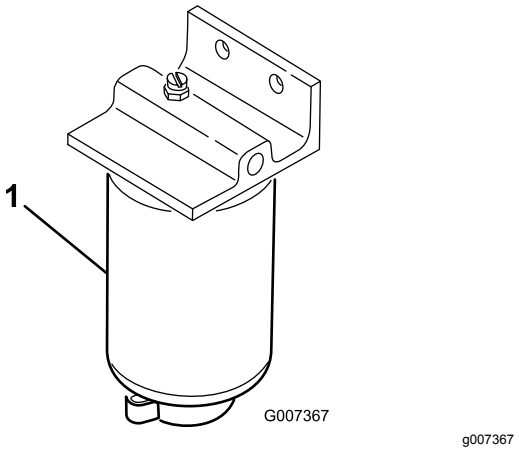

**Rysunek 41**
2. Oczyść obszar wokół miejsca zamontowania filtra (Rysunek 41).
4. Odkręć korek spustowy filtra i otwórz odpowietrznik (Rysunek 41).